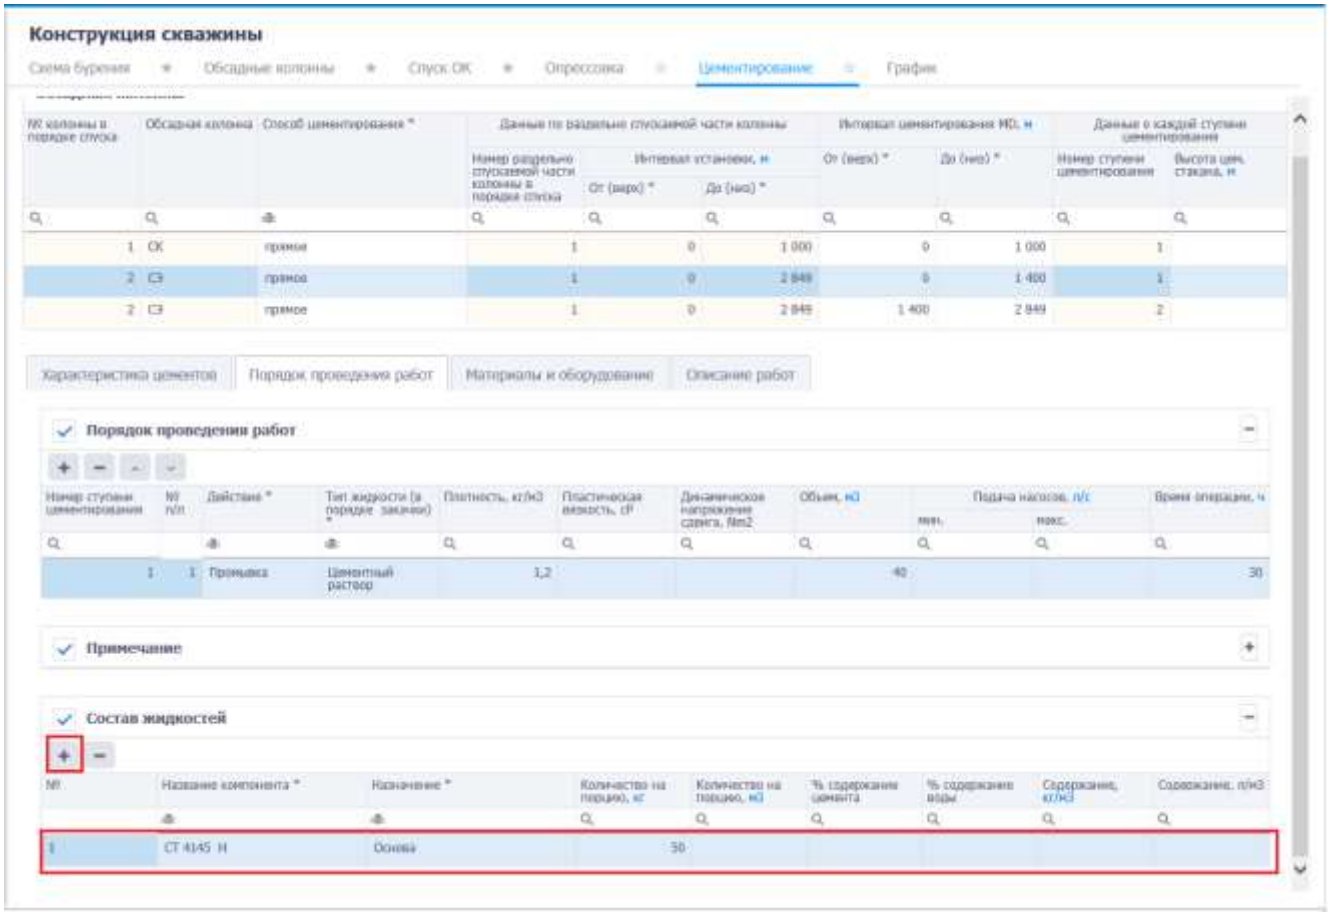

Рис. 3.138
2) В таблице «Состав жидкостей» на вкладке «Порядок действий» станет активна кнопка (Добавить). Следует нажать кнопку и ввести параметры жидкости стандартным для программы образом (рис. 3.138).